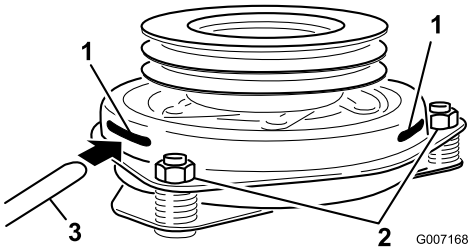

Figur 61
9. Før en søger på 0,381-0,533 mm gennem en inspektionsåbning i enhedens side. Sørg for, at den er placeret mellem armaturet og rotorens friktionsoverflader (Figur 61).
10. Tilspænd låsemøtrikkerne, indtil søgeren binder let, men den kan let flyttes inden for luftgabet (Figur 61).